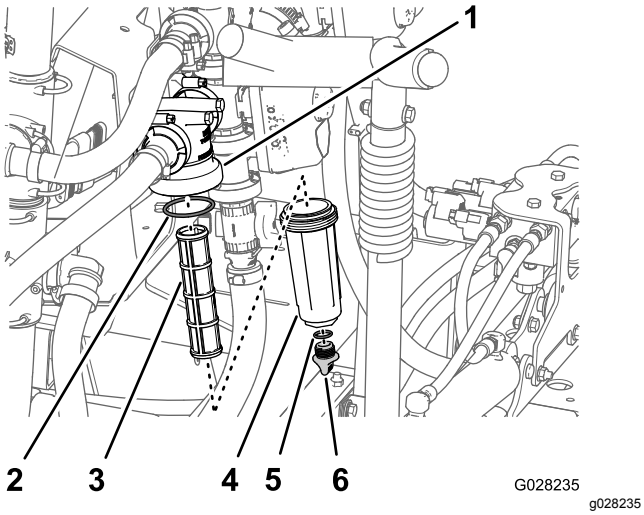

**Figur 82**
2. Plasser et tappefat under trykkfilteret (Figur 82).
3. Drei tappepluggen mot klokken, og ta fjern den fra bollen i trykkfilteret (Figur 82).
4. Drei bollen mot klokken, og fjern den fra filterhodet (Figur 82).
5. Fjern det gamle trykkfilterelementet (Figur 82).
6. Kontroller om det er skader eller slitasje på O-ringen på tappepluggen (den er inne i bollen) og O-ringen for bollen (inne i filterhodet) (Figur 82)
7. Monter det nye trykkfilterelementet i filterhodet (Figur 82).
8. Monter bollen på filterhodet og stram til for hånd (Figur 82).
9. Sett inn tappepluggen i bollen og stram den for hånd (Figur 82).